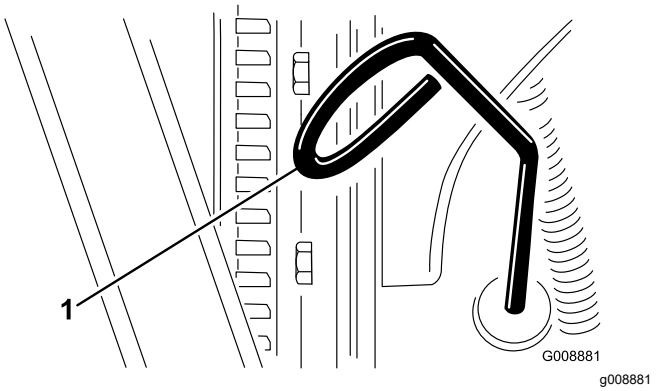

Figuur 24
2. Verwijder de peilstok (Figuur 24) en veeg deze af met een schone doek.